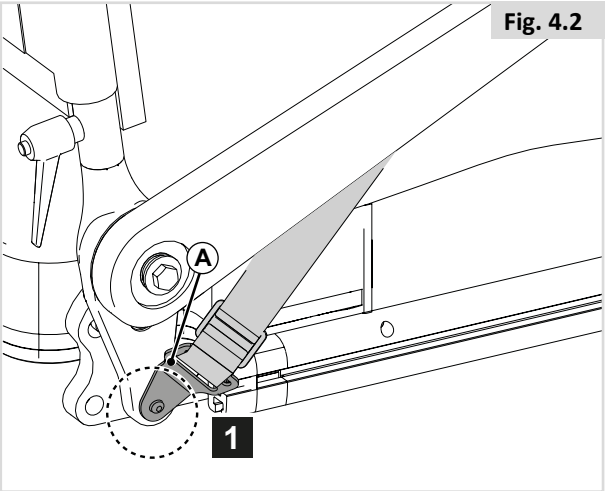

Fig. 4.2
1. Fixez (A) au châssis à l'aide d'une vis à gauche et à droite. (Fig. 4.2)